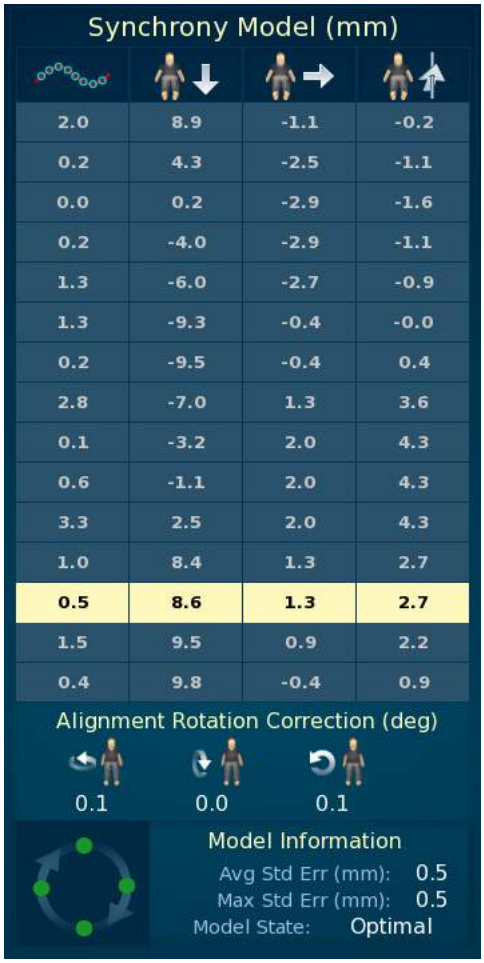

Figura 9 Tabela Synchrony Model (Modelo do Synchrony) (mm) para o modo Xsight Lung Tracking (Rastreamento do pulmão Xsight) (tela à esquerda da fase Synchrony)
- ***Alignment Rotation Correction (deg)*** (Correção de rotação do alinhamento) (graus): (*Modo Xsight Lung Tracking (Rastreamento do pulmão Xsight):*) Os valores rotacionais da última imagem obtida na fase **Alignment** (Alinhamento) **> Spine** (Coluna) (consulte a Figura 9). Se você pular o alinhamento da coluna, serão exibidos traços.